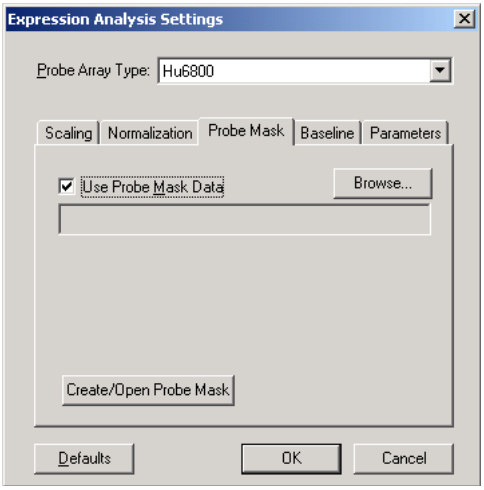

Figure E.30
User-selected probe pairs may be excluded or *masked* from an expression analysis. In the Probe Mask tab **(Figure E.30)**, you can create a probe mask file that specifies the probe pairs to exclude from an analysis.
1. In the Probe Mask tab, click **Create/Open Probe Mask** **(Figure E.30)**.